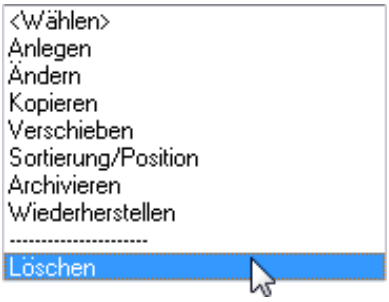

Bild 27.54 – *Gruppe,* Menüpunkt *Löschen*
- Wählen Sie die zu löschende Gruppe – z. B. das wiederhergestellte Archiv der Erhitzergruppe – und klicken Sie im Listenmenü der Gruppen auf *Löschen* (Abb. 27.54).